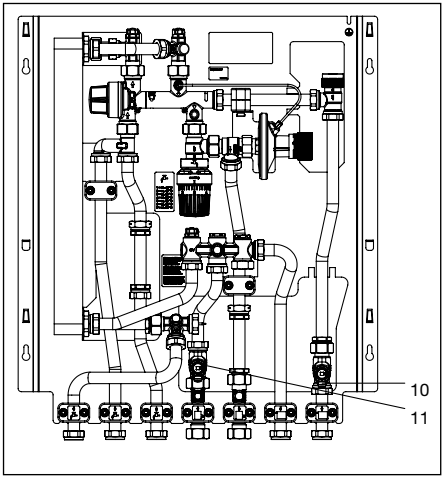

Fig. 8.1 Position de montage des filtres
- Nettoyage des filtres (fig. 8.1).